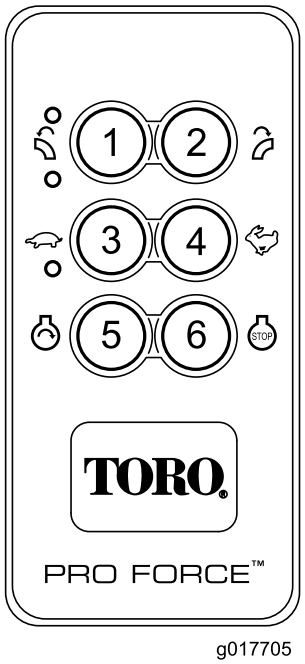

Figur 14
4. Motorstart aktiveres kun ved at trykke på startknappen, når Engine Start Enable Condition (aktiveringstilstanden for motorstart) er aktiv. Aktiveringstiltanden for motorstart kan kun aktiveres, når den følgende Engine Start Enable Sequence (aktiveringssekvens for motorstart) er blevet udført (Figur 14).